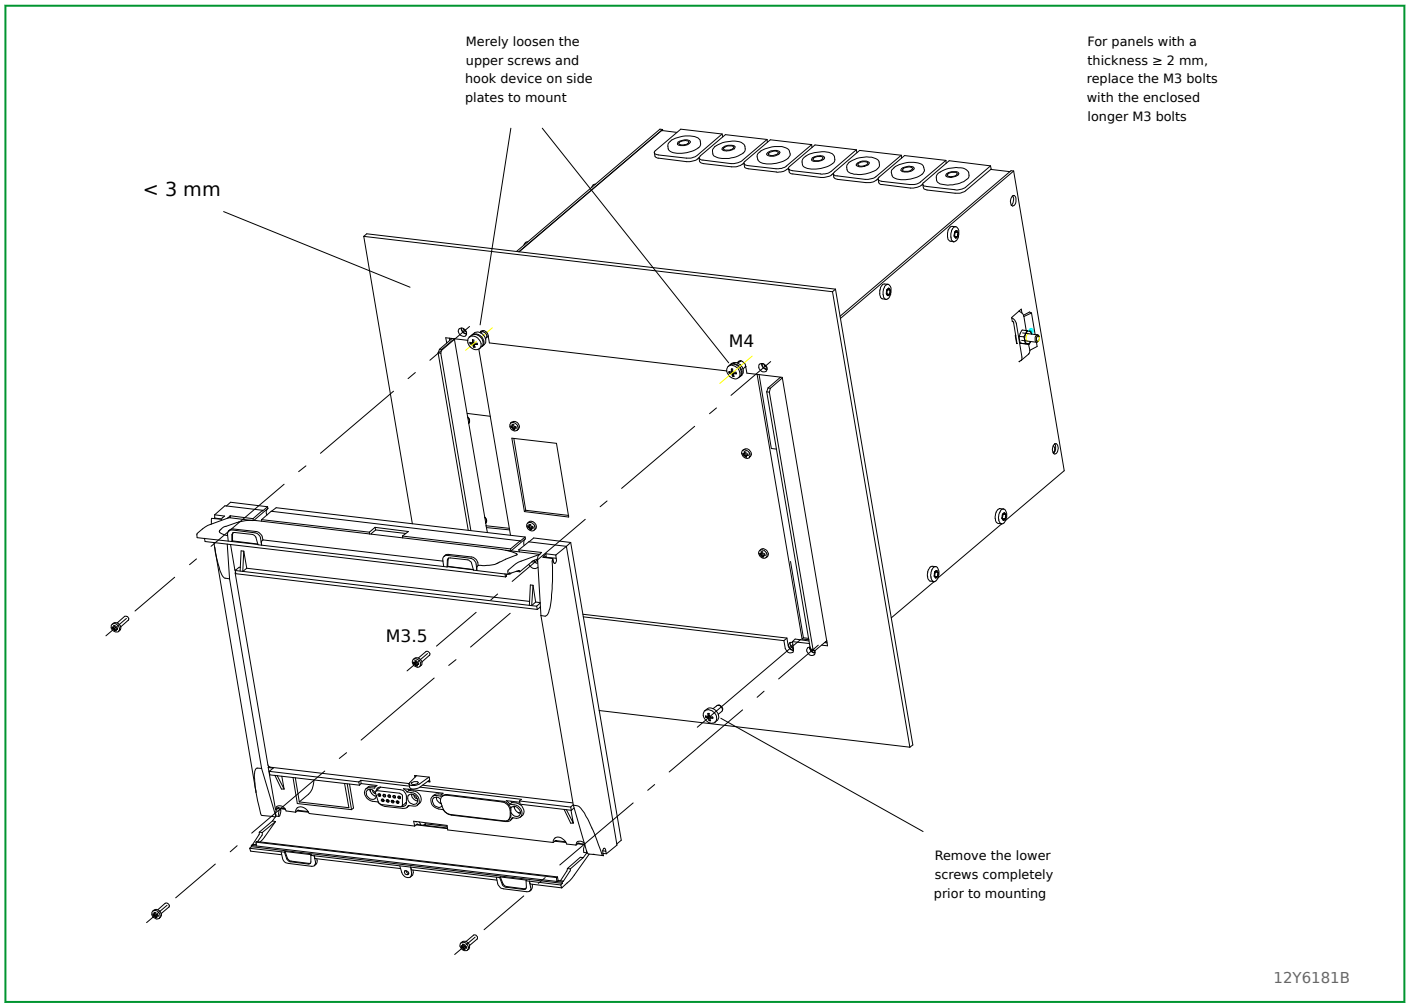

Fig. 5-3: Installation of a case into a control panel. Flush-mount method 1 (without the angle brackets and frame). Example for a device with a 40 TE case.
2. Remove the M3.5 screws (see Fig. 5-3, (p. 5-9)).
Then remove the lower M4 screws and only loosen the upper M4 screws (see Fig. 5-3, (p. 5-9)). Now insert the P634 into the panel opening from the rear so that the upper M4 screws fit into the corresponding holes. Then tighten all the M4 screws. After this, replace the local control panel.